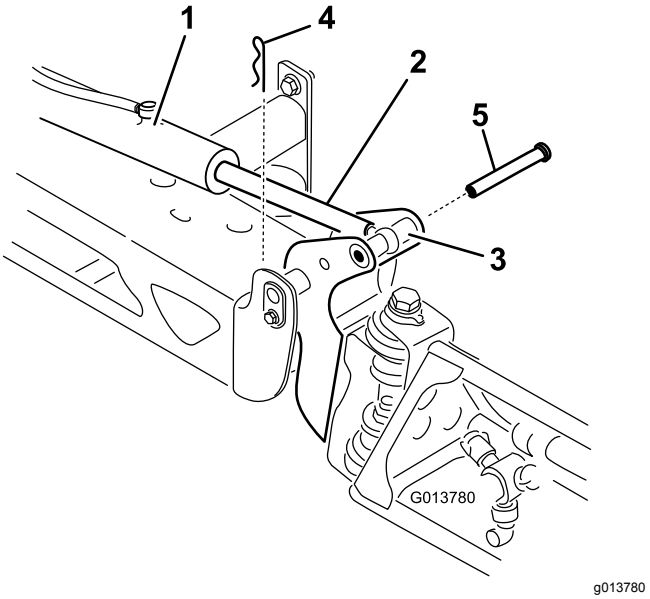

**Figur 109**
2. Fjern hårnålssplinten fra svingbolten (Figur 109).
3. Løft opp på bommen, fjern bolten (Figur 109) og fir bommen sakte ned på bakken.
9. Mens du holder bommen, skal du føre pinnen gjennom begge bommens dreietapper og aktuatorstangen (Figur 109).